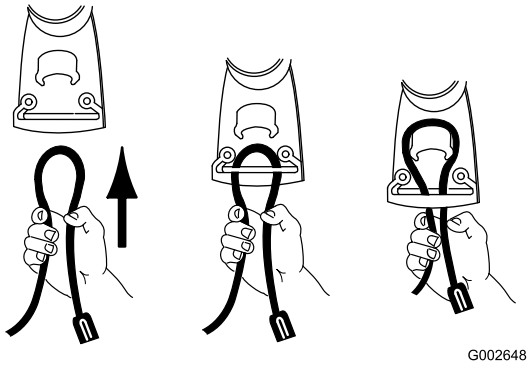

Figur 12
1. Gör en ögla av förlängningssladden och sätt fast den i sladdlåset (Figur 12).